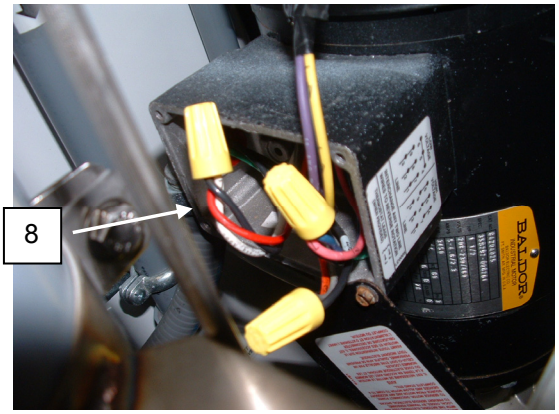

Figure 5. Conduit for P-4 Pump.
7. Remove locknut retaining conduit **(Figure 5, Item 8)** and remove conduit.
When withdrawing the impellor stack, support the stack from the bottom as soon as the stack is clear of the pump. While the pump shaft may be expected to be tight, there is also a chance that the shaft **(Figure 5, Item 3)** may be loose and the impellor stack may fall off the stack.